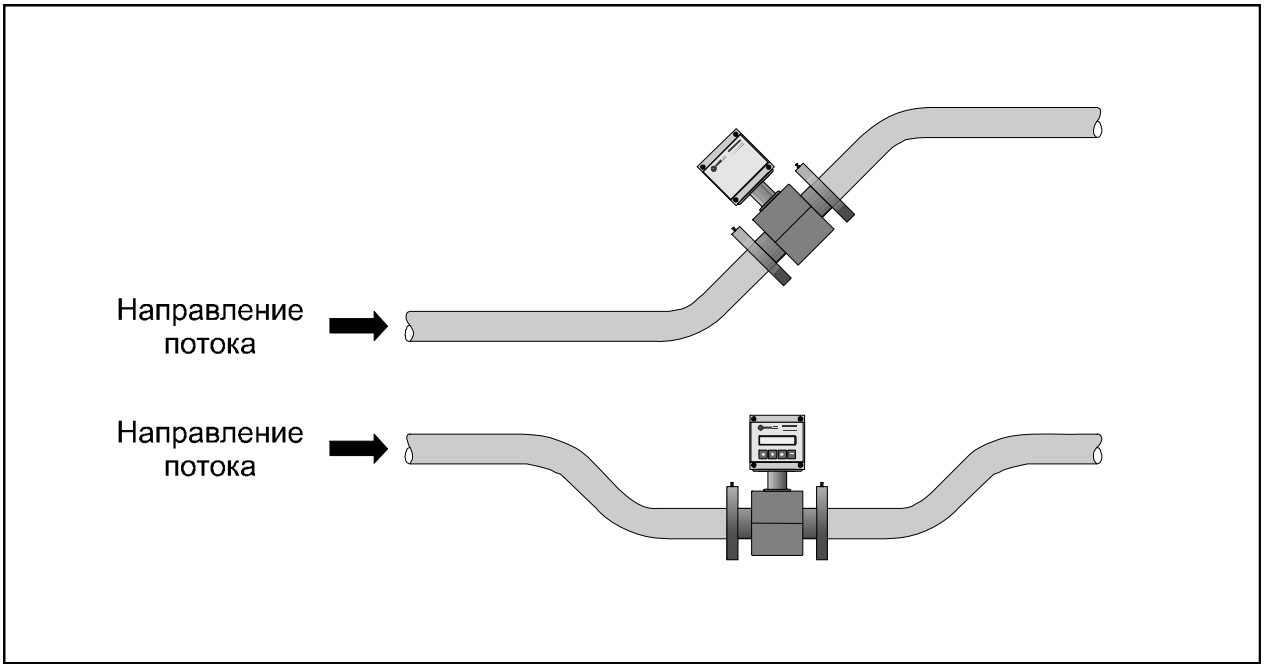

Рисунок 7 — Рекомендуемое размещение датчиков расхода при восходящей подаче жидкости и на горизонтальном трубопроводе
2.2.2.10 В случае горизонтальной установки рекомендуется размещать датчик расхода в наиболее низкой или наклонной части трубопровода (рисунок 7), где проточная часть датчика расхода будет полностью заполнена жидкостью с наибольшей вероятностью.